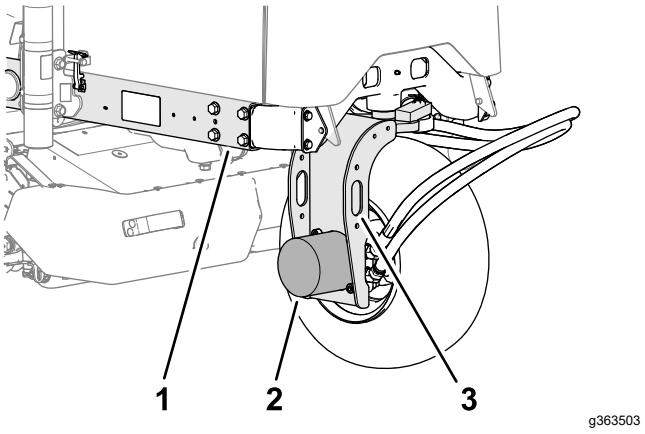

Figur 55
2. Fastgør hejseapparatet til bindepunktet på baghjulsgaflen (Figur 55).